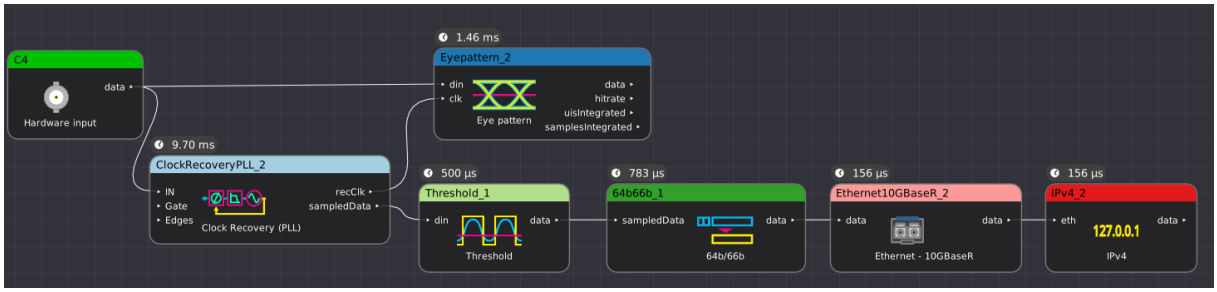

Figure 26.6: Example filter graph using 64b/66b to decode a 10Gbase-R signal
- **v0.2:** This filter no longer needs the clock input that was required in v0.1. Instead, threshold the sampledData output of the Clock Recovery (PLL) and pass this to the 64/66b decode, as shown in Fig. 26.6.